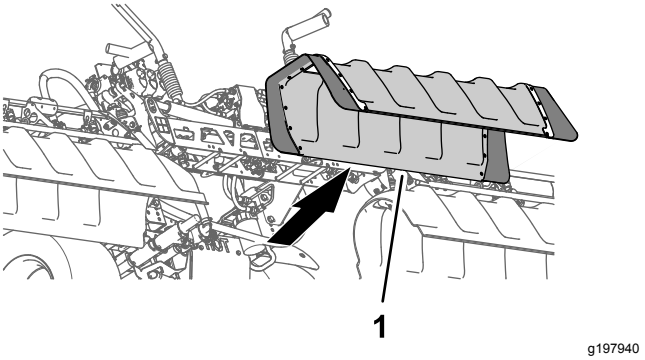

Rysunek 28
2. Zdejmij pokrywę środkowej sekcji z maszyny (Rysunek 28).